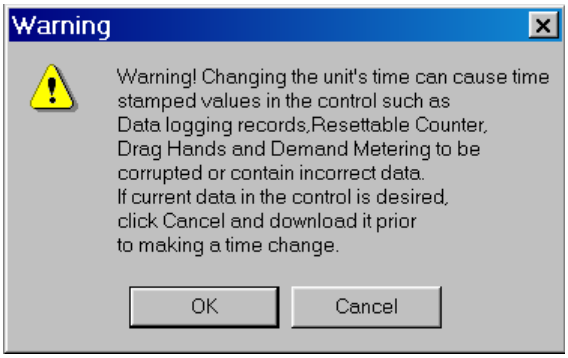
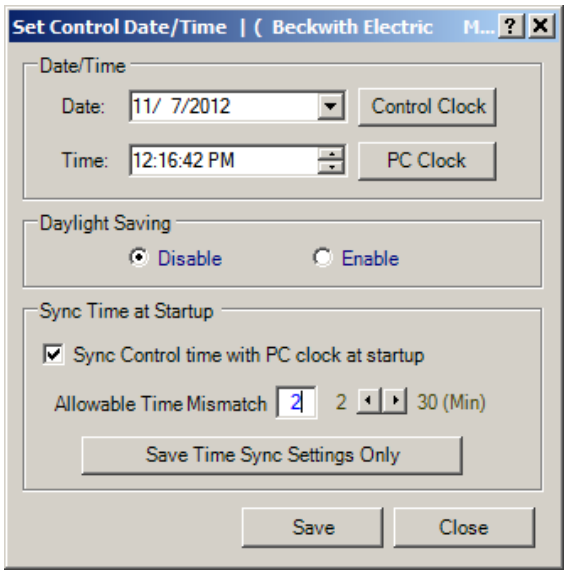

Figure 4-6 Set Date/Time Warning Dialog Screen
Figure 4-7 Set Control Date/Time Dialog Screen
1. Select **Utility/Set Date & Time** from the TapTalk toolbar. TapTalk will display a Warning (Figure 4-6) regarding time stamped values. Select **OK**. TapTalk will display Figure 4-7.
2. From the Set Control Date/Time dialog screen (Figure 4-7) select either "Control Clock" or "PC Clock".